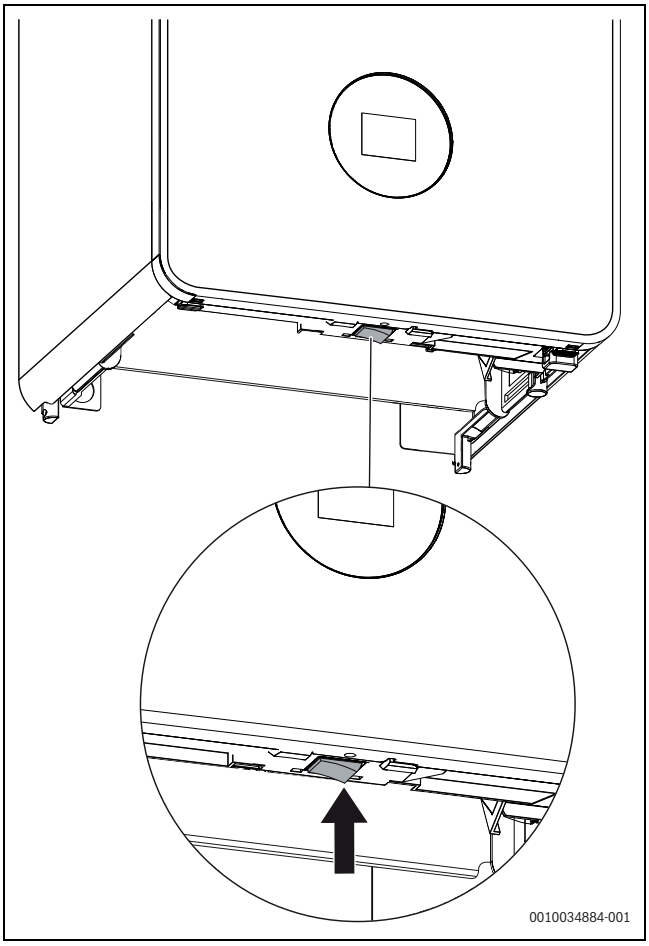

Fig. 1 Interrupteur Marche / Arrêt
▶ Arrêter l'appareil avec l'interrupteur Marche / Arrêt (→ fig. 1, page 5).